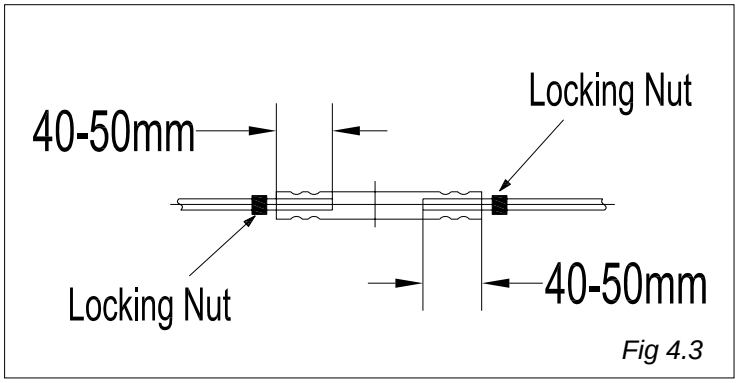

Fig 4.3
8) Screw rod (item N) into adjuster by 40 – 50mm (**See Fig 4.3**). Slide Rod Guides (item F6) from Touchbar or Modular Push Bar Panic Latch fixing pack over the rods. Remove temporarily fitted Pullman latches from door and fit brass ends into Pullman latches.
9) Fully fit both Pullman latches to door with the screws supplied (item J), ensuring alignment with marked vertical centre guideline. To adjust the rods, undo the two Locking Nuts and turn the Adjuster either clockwise or anti-clockwise to obtain the correct operation of the Pullmans. Retighten Locking Nuts. (See Fig 4.3).